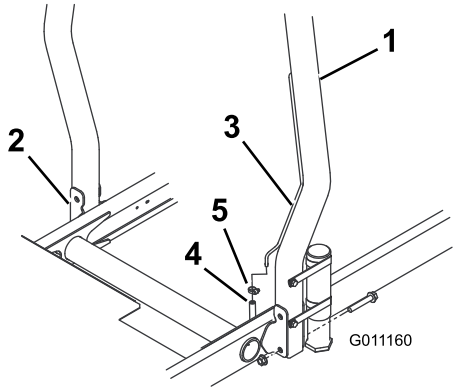

Figura 12
1. Baje la barra anti-vuelco sobre los soportes de montaje de la unidad de tracción, alineando los taladros de montaje. Asegúrese de que el tubo de ventilación de la barra anti-vuelco está en el lado izquierdo de la máquina (Figura 12).
2. Fije cada lado de la barra anti-vuelco a los soportes de montaje con 2 pernos y contratuercas (Figura 12). Apriete los herrajes a 81 Nm.